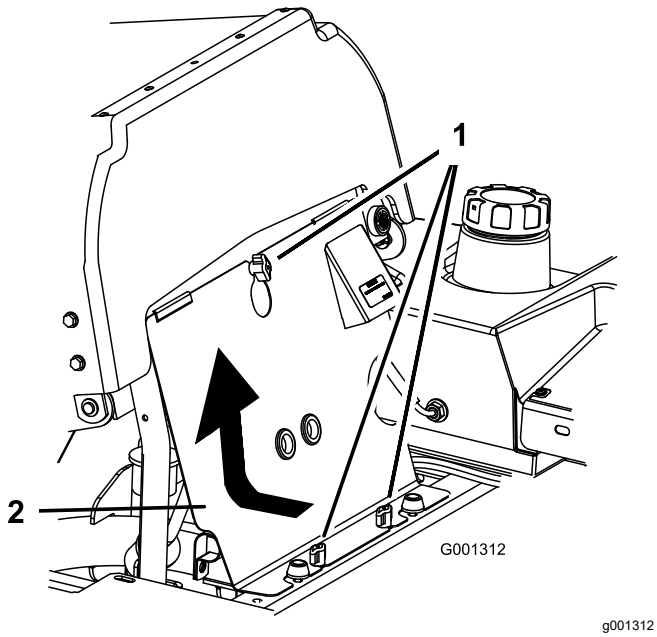

Rysunek 62
1. Pochyl fotel do przodu i zdejmij przedni panel silnika (Rysunek 62).